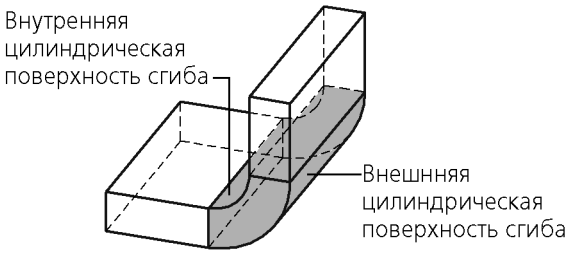

Рис. 108.1. Пример сгиба в листовом теле
**Сгиб** — цилиндрический участок листового тела (рис. 108.1).